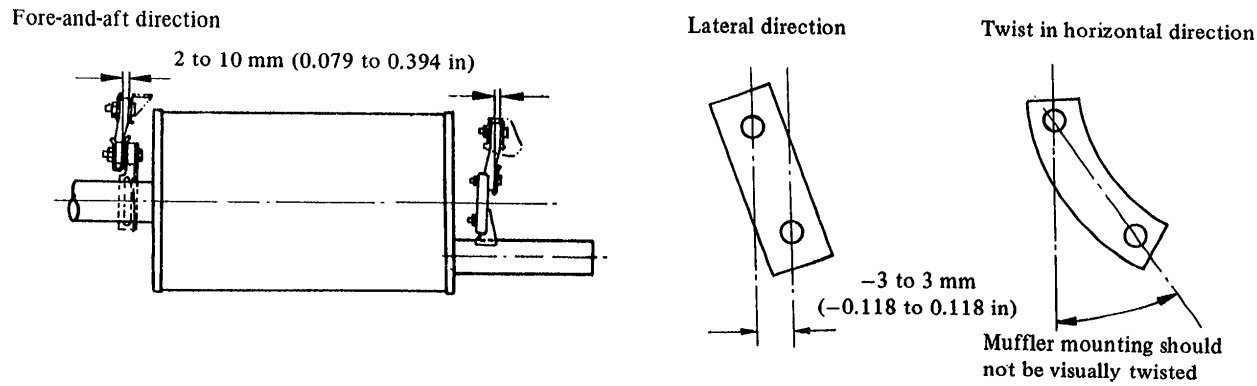

Fig. FE-21 Mounting rubbers
- Muffler mounting should be installed within specified limit in Figure FE-21.